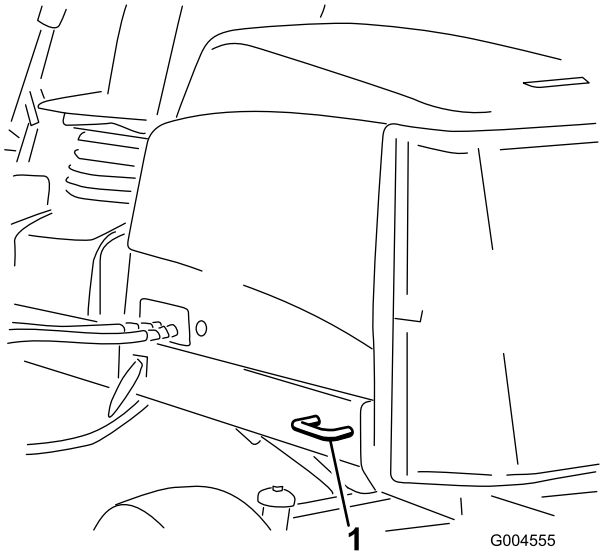

Figur 42
- Bak – på båda sidor av maskinen, på den bakre ramen (Figur 42).